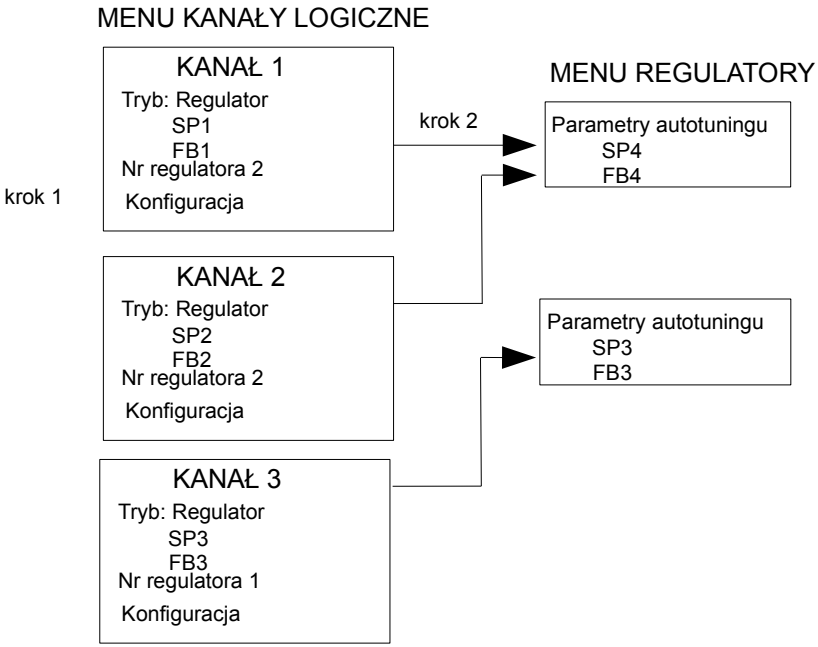

*Rys. 7.131. Schemat konfiguracji **Regulatora** z poziomu menu Kanały logiczne*
- bezpośrednio w Kanale logicznym w trybie **Regulator** naciskając na przycisk **Konfiguracja źródła** (patrz **Rys. 7.131**).